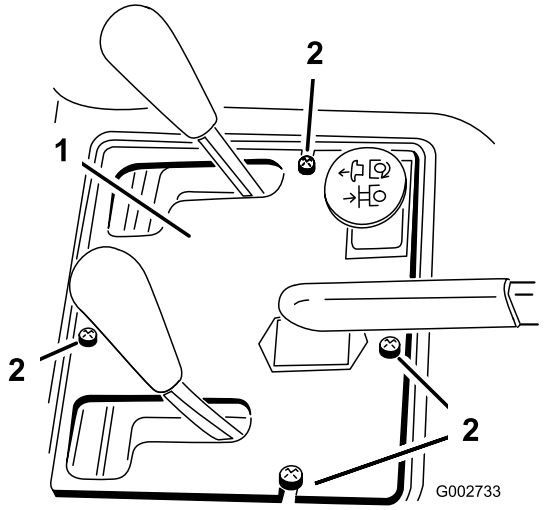

**Figur 35**
2. Ta bort de (4) skruvarna som fäster kontrollpanelen vid ramen (Figur 35).